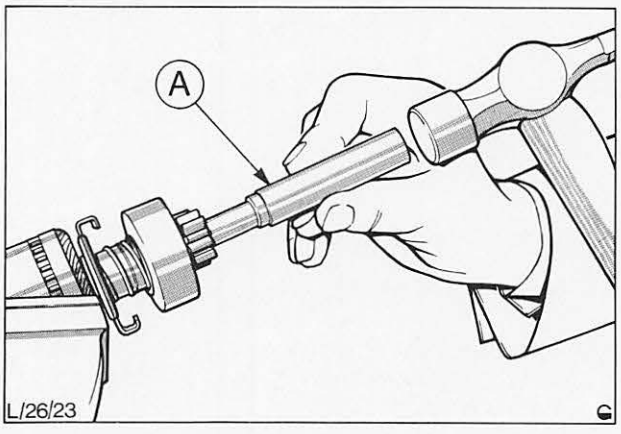

Abb. 21 Anlaufring mit einem passenden Rohrstück „A" auf der Ankerwelle herunterpressen
8. Zum Abbau des kompletten Ritzelantriebs Anlaufring mit einem passenden Rohrstück von dem Sicherungsring trennen, Abb. 21.